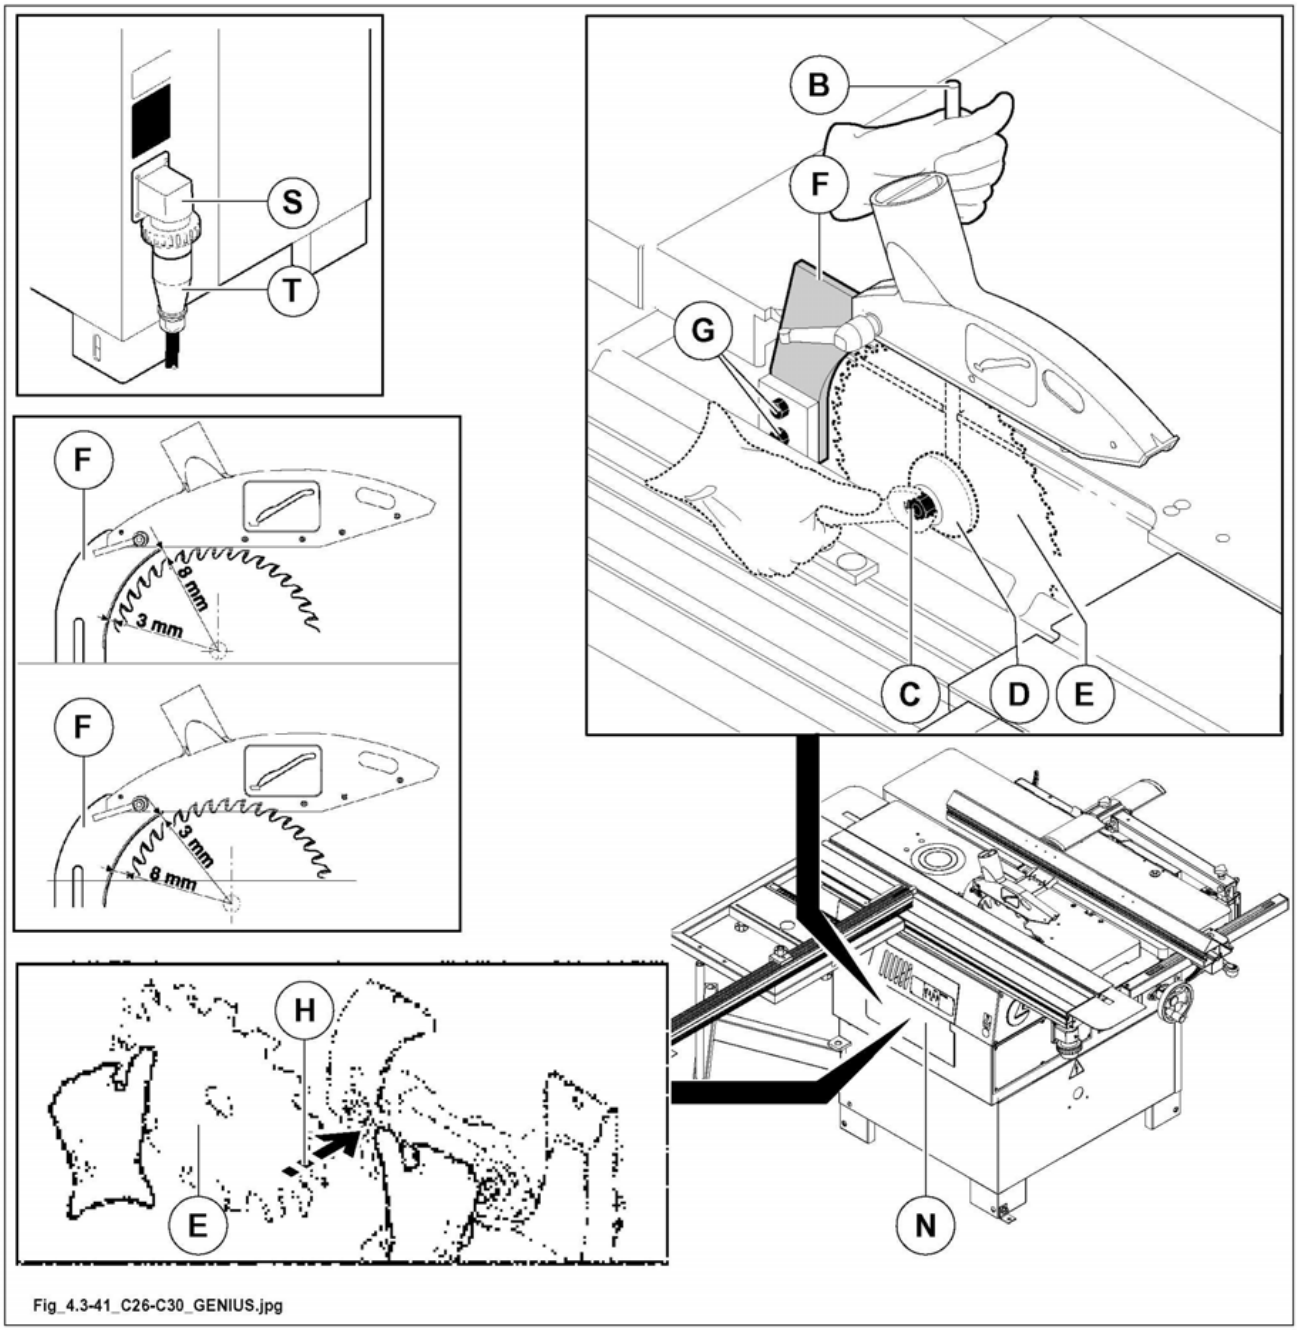

Fig. 4.3-41
this operation must be performed using access door (N fig. 4.3-41).
2) Open the door (N fig.4.3-41).
4) Fit pin (B fig.4.3-41) into the saw shaft pulley hole.
a limit switch ensures that with guard (N fig. 4.3-41) open the motor can not be started.
the locking nut (C fig. 4.3-41) of the saw blade is counter-clockwise; to unscrew it turn it clockwise.
5) Loosen the lock nut (C fig. 4.3-41) using a 24 mm hex wrench and remove flange (D fig. 4.3-41).
6) In sequence mount the saw (E fig. 4.3-41), the flange (D fig. 4.3-41) and the nut (C fig. 4.3-41) (to prevent any vibration, thoroughly clean the flanges before mounting the saw blade).
To make is easier to insert the saw (E fig. 4.3-41), you must widen the chip conveyor slightly and allow the saw to pass through the space created in correspondence to arrow (H fig. 4.3-41).
7) Tighten the nut using the 24 mm wrench and the pin (B fig. 4.3-41).
8) Adjust dividing knife (F fig. 4.3-41) height by unloosing nut (G fig. 4.3-41).
for safety reasons you must close guard (N fig. 4.3-41), otherwise: